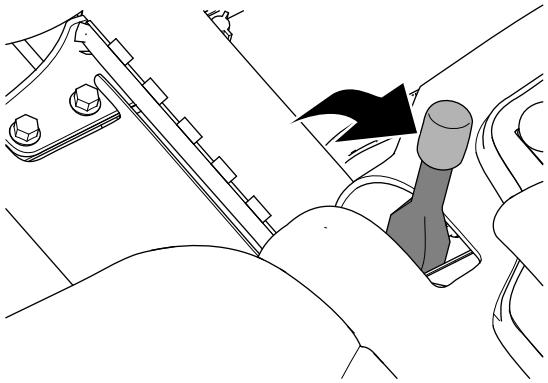

Figure 33
2. Serrez le frein de stationnement (Figure 33).